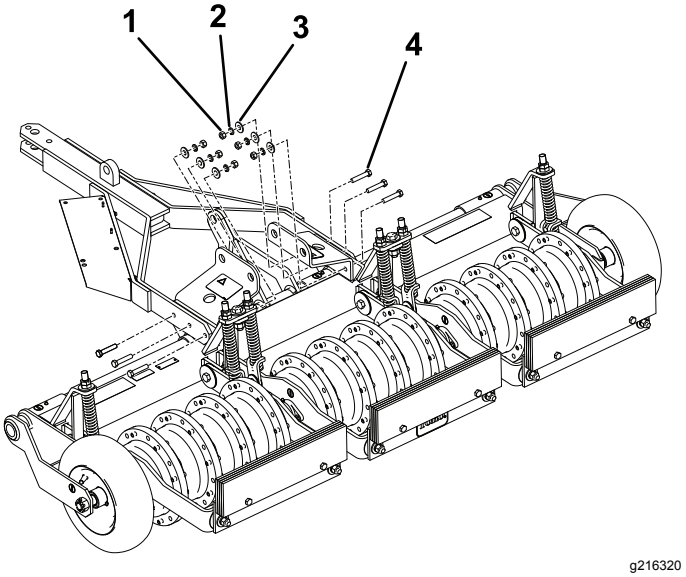

Figuur 6
4. Bevestig de koppelinrichting en de beugels met het bevestigingsmateriaal zoals wordt afgebeeld op Figuur 6 en draai de moeren vast met een torsie van 54 tot 74 N·m.